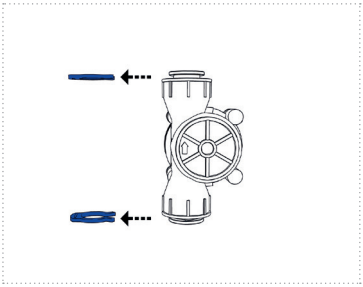
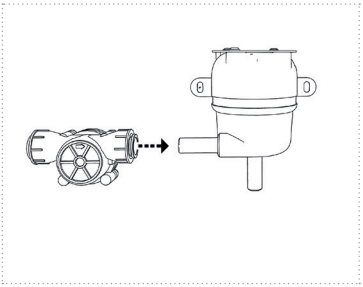
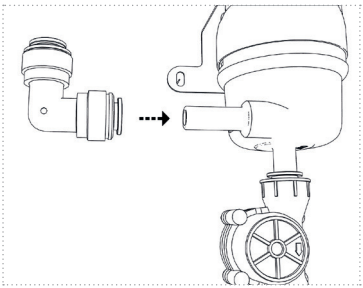

Figure 10
Figure 11a
Figure 11c
4. Remove the safety rings from the flow sensor (Figure 10). Depending on the installation preference, slide the flow sensor onto the water connection „IN" or „OUT" of the reactor (Figures 11a and 11b). ***IMPORTANT:*** Observe the flow direction on the flow sensor (marked by an arrow). Now plug the included angle connector onto the free water connection of the reactor (depending on where the flow sensor is located (Figure 11c))